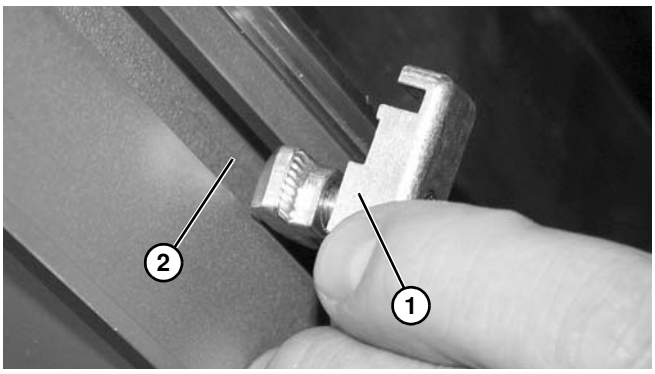

Abbildung 17
1. Führungshalterungsbaugruppe **(Abbildung 17, Teil 1)** in den T-Schlitz des Förderbands **(Abbildung 17, Teil 2)** wie gezeigt einbauen.